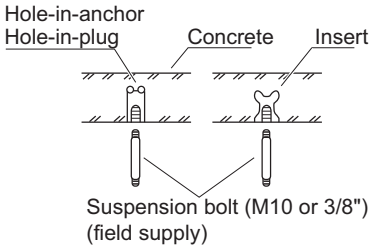

Fig. 2-140
- Insert suspension bolts as shown in the diagram. (Fig. 2-140)
(2) Screw in the suspension bolts allowing them to protrude from the ceiling as shown in Fig. 2-140. (Cut the ceiling material, if necessary.)